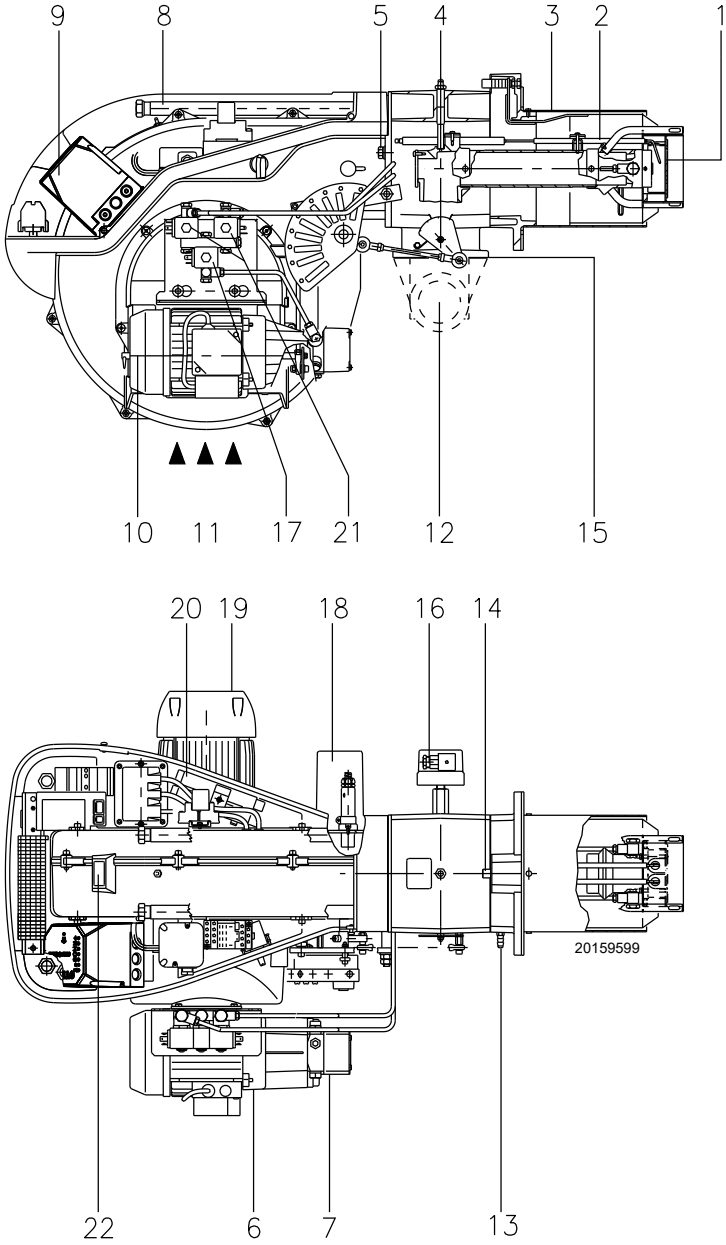

Fig. 6
(1) Condiciones de referencia: Temperatura ambiente 20°C - Temperatura del gas 15°C - Presión barométrica 1013 mbar - Altitud s.n.m. 0 m
(2) Presión en la toma 5)(Fig. 6 en pág. 13) con presión cero en la cámara de combustión y a la potencia máxima del quemador.
(3) Presión sonora medida en el laboratorio de combustión del fabricante, con quemador funcionando en caldera de prueba a la máxima potencia. La potencia sonora se mide con el método “Free Field”, previsto por la Norma EN 15036, y según una exactitud de medida “Accuracy: Category 3”, como se describe en la Norma EN ISO 3746.
bloqueo caja de control: la iluminación del pulsador de la caja de control 9)(Fig. 6) indica que el quemador está bloqueado. Para desbloquear, presionar el pulsador.